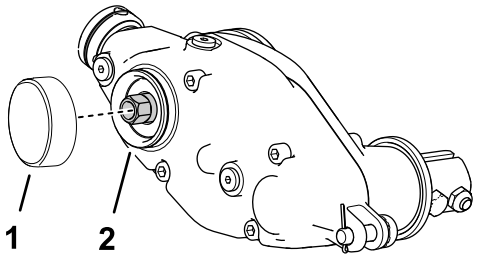

Figur 14
1. Applicera en medelstark fästmassa för cylinderbindning (t.ex. grön Loctite 609®) runt låsringens skåra och den yttre diameterytan (Figur 14).
2. Montera kåpan enligt Figur 14.